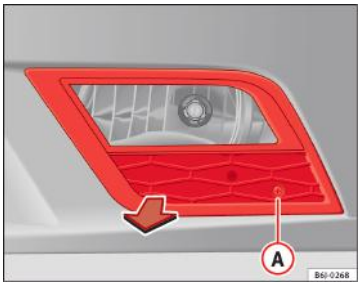

Fig. 158 Proiectoarele de ceață
– Cu o şurubelniță, scoateți bolțul ⇒ fig. 158 Ⓐ de la grila proiectorului de ceață.